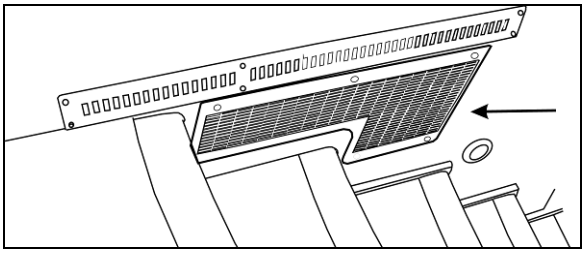
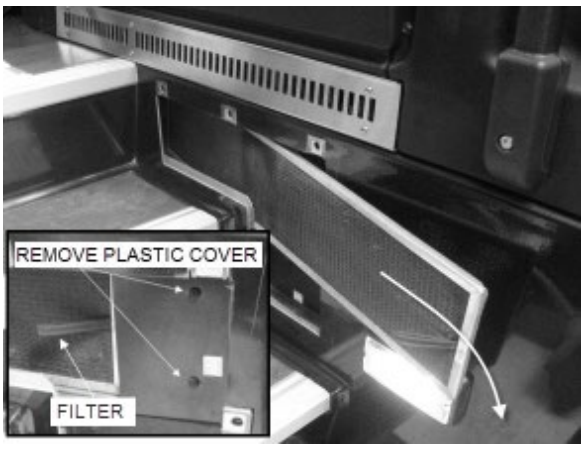

FIGURE 25: R.H CONSOLE AIR FILTER ACCESS GRILL (COACHES) 18505
FIGURE 26: REMOVING DRIVER'S SECTION AIR FILTERS
To gain access to the A/C filters, unscrew the grille located at the top entrance step (Figure 25). Unscrew the plastic cover and slide out the recirculating air filter (**FIGURE 26**). Doing so will give you access to the fresh air filter (see item 18, Figure 92).